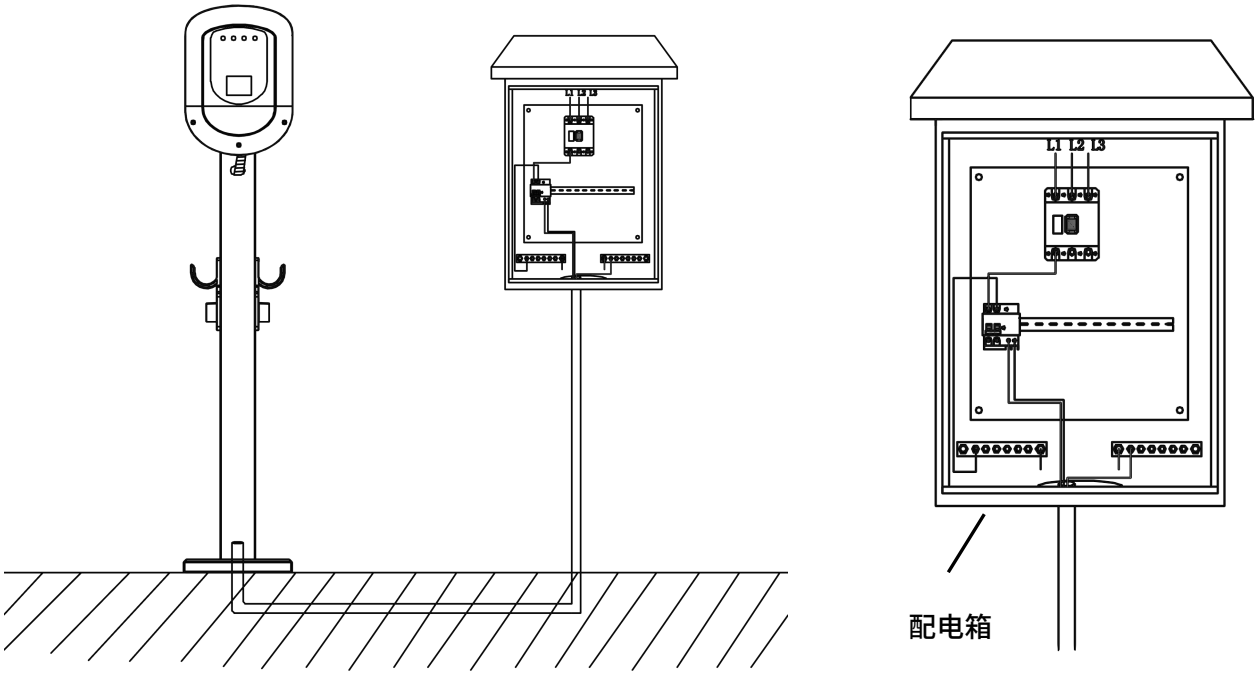

图 13
13、主线取电须从配电箱单相漏电开关接入（建议选用规格为 100A 的漏电开关），地线连接地线排，如图 13。